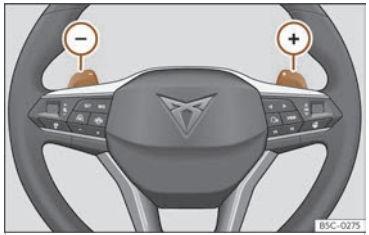

Fig. 127 Steering wheel: automatic gearbox levers
- Press the ⊕ gear shift paddle to change up a gear ››› Fig. 127.